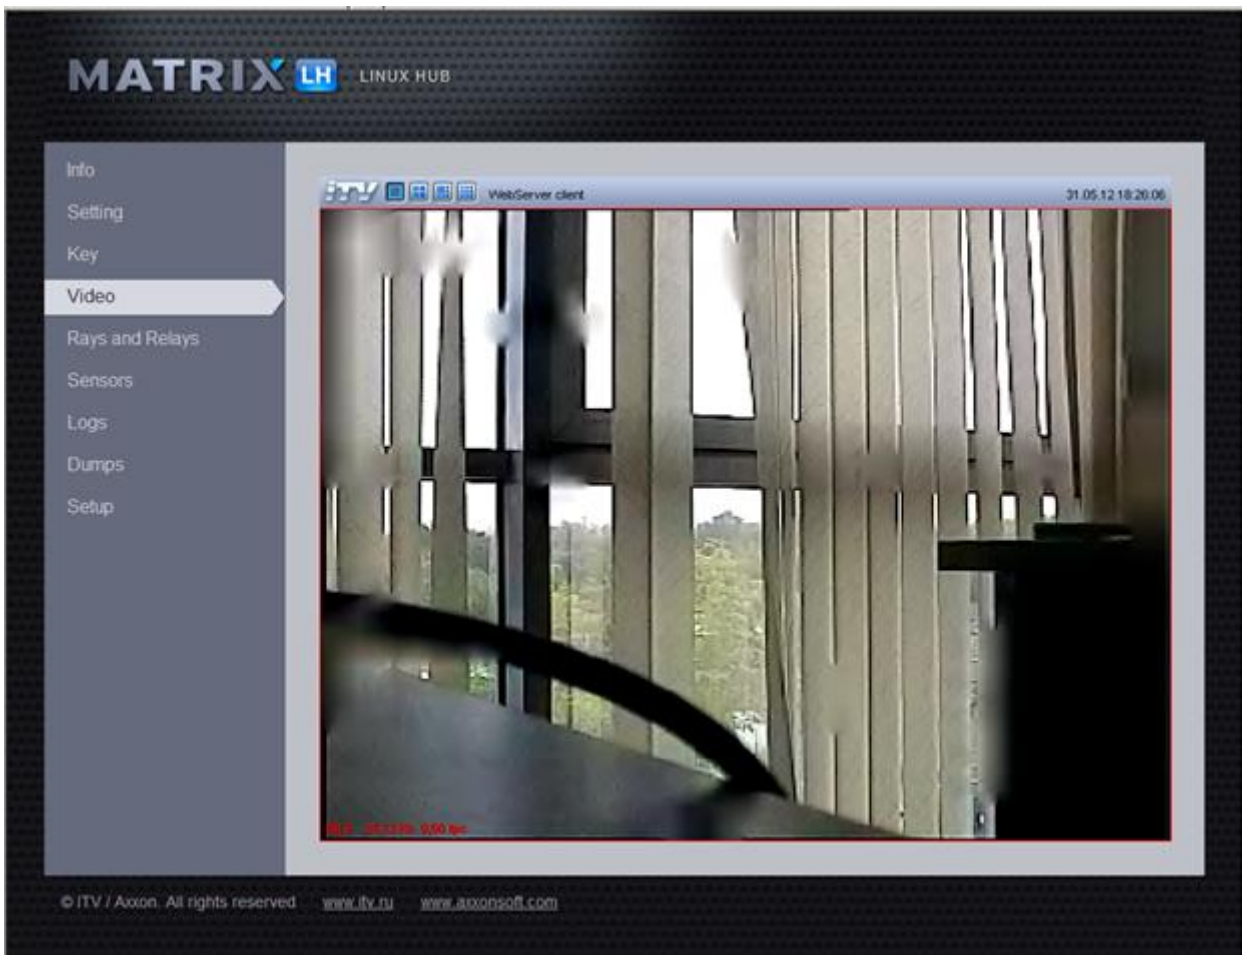

Figure 7.3—2 Viewing the video (Video tab)
The **Video** tab allows viewing the video signal received from the LS (LH) cameras (Figure 7.3—2).